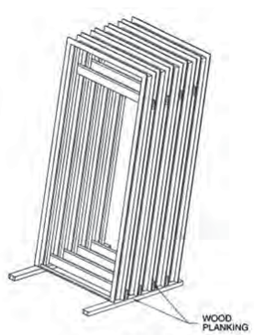

FIGURE 1
3. Store doors and welded frames in an upright position with heads uppermost. Figures 1 and 2.